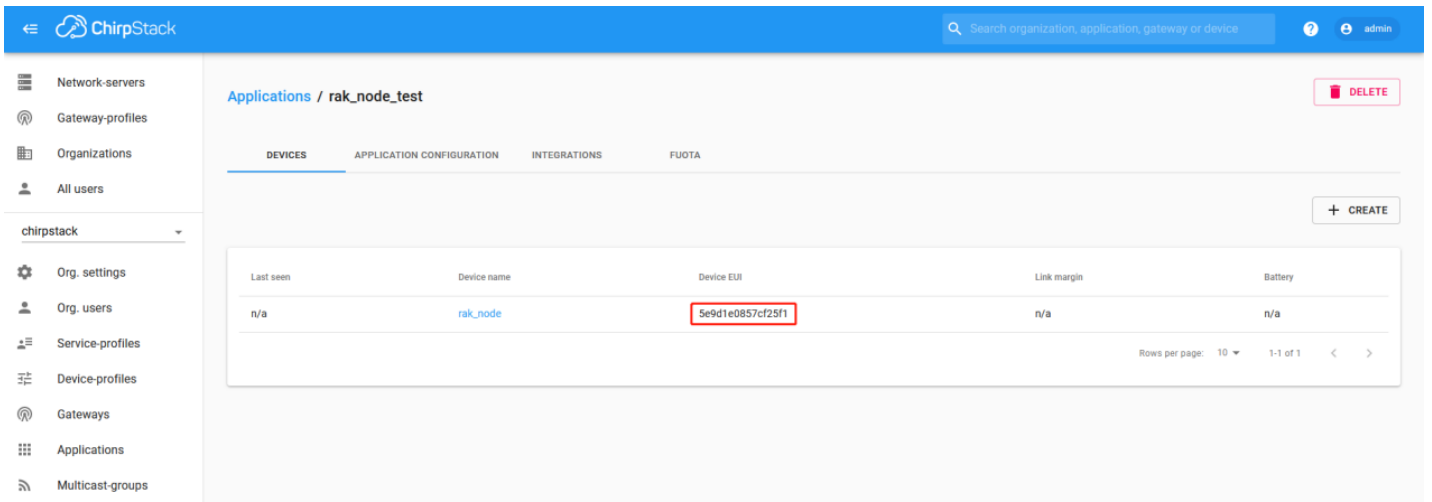

Figure 36: Chirpstack OTAA List of Device in the Device Tab
- As shown in Figure 36, a new device should be listed in the DEVICES tab. The most important parameters, such as the Device EUI are shown in the summary.